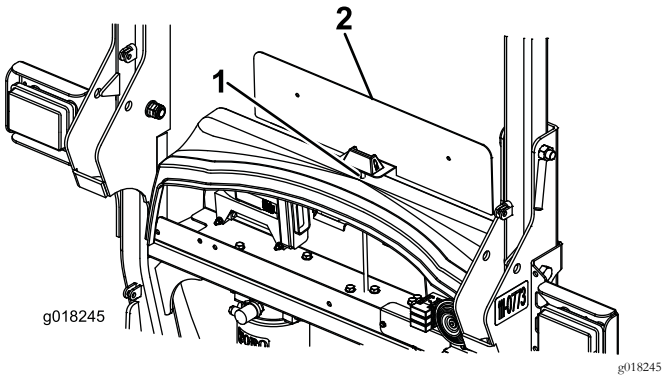

Figura 10
1. Praticate un foro di 8 mm di diametro al centro della copertura della piastra in plastica, a circa 40 mm dalla parte anteriore (Figura 10).